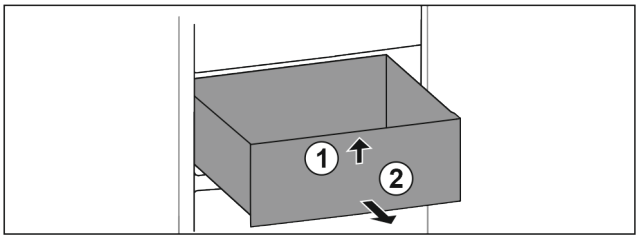

Fig. 134
- ▶ Ridicați sertarul în față. *Fig. 134 (1)*
- ▶ Extrageți sertarul spre înainte. *Fig. 134 (2)*